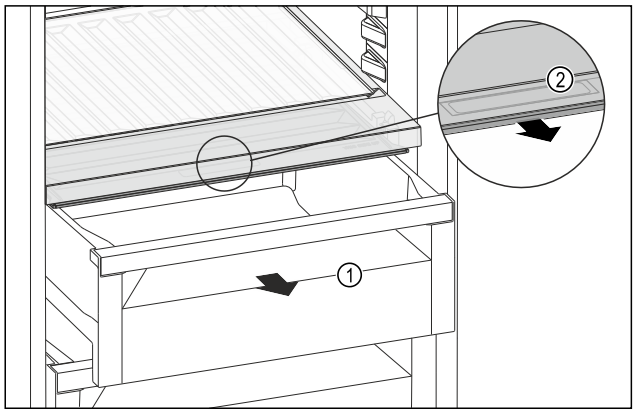

Fig. 214
▶ Extrageți sertarul *Fig. 214 (1)*.
▶ Prindeți mânerul încastrat *Fig. 214 (2)* de la capacul compartimentului și trageți concomitent capacul compartimentului spre partea frontală.